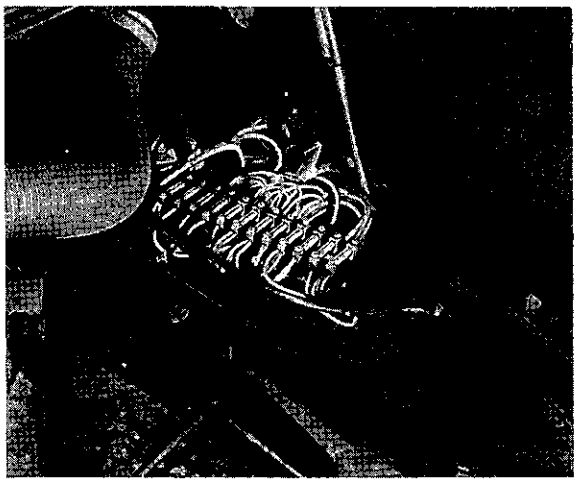

Fig. 24
11. Install electrical wire to connect the control switch with the wiper motor (see Figs. 24, 25, and 26). This procedure requires the removal of both seats, floormats, floorboards, and the tunnel rear cover.
13. Connect ground wire to ground terminal screw. Connect red wire (without snapon connector) of wire loom to Fuse 4 in the fuse box (see Fig. 24).